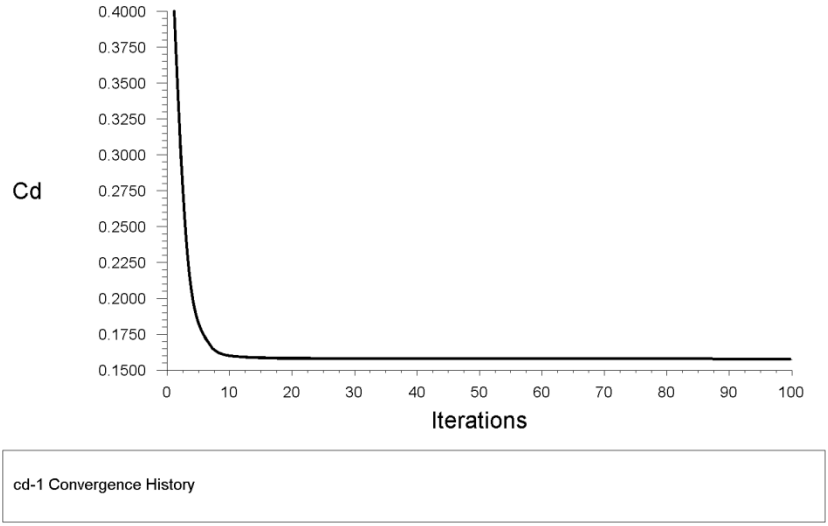

Рис. 57.
6) Значение коэффициента трения Cd-1 будет выведено в окно консоли и построено во втором графическом окне, рис. 57.